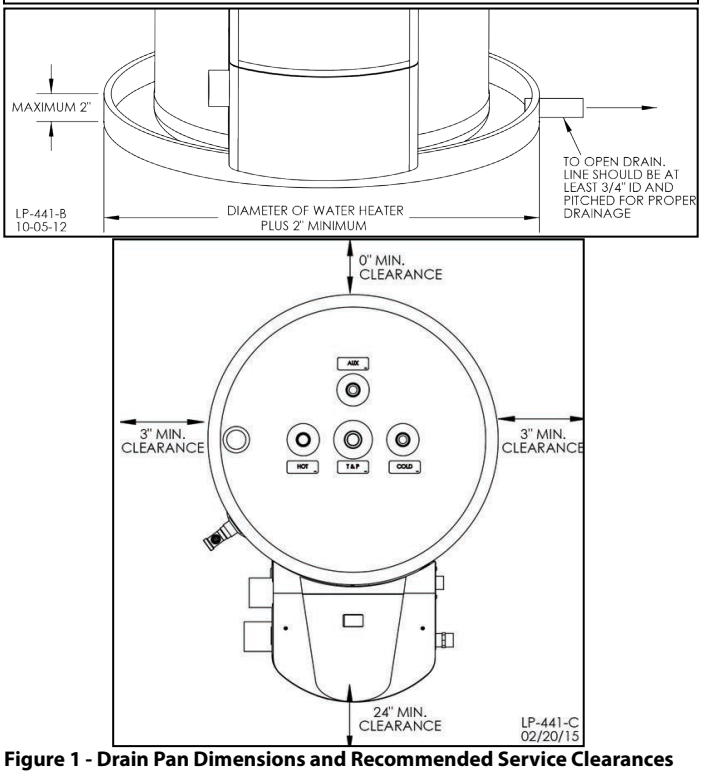

**Figure 1 - Drain Pan Dimensions and Recommended Service Clearances**
**NOTE:** If you do not provide the minimum clearances shown in Figure 1 it might not be possible to service the heater without removing it from the space.